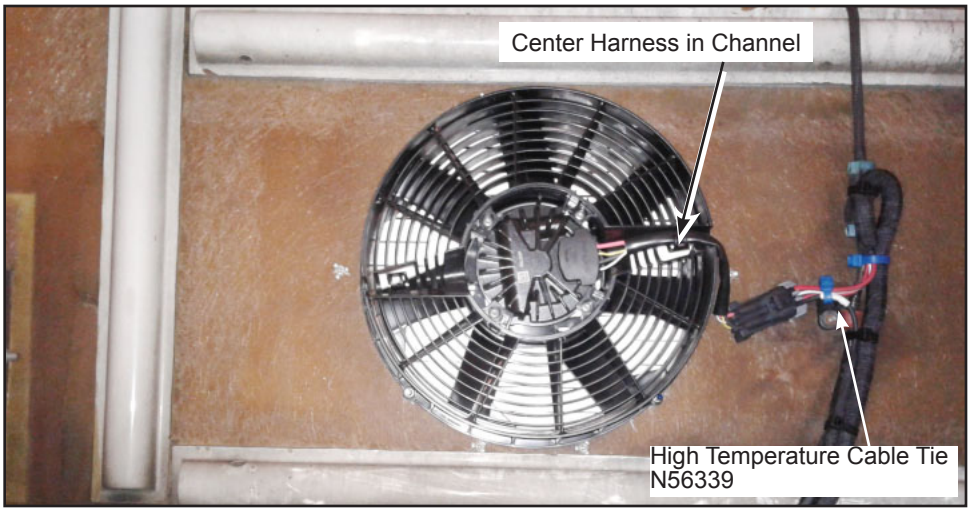

Figure 6 - Connect Harness to the Fan
1.15. Connect the electric fan connector to the N632000531 harness connector and attach the fan connector with an N56339 high temperature cable tie to the N57040 cable tie mount. Ensure that the harness is centered in the built-in fan channel and secure with cable tie N56339. See Figure 6.